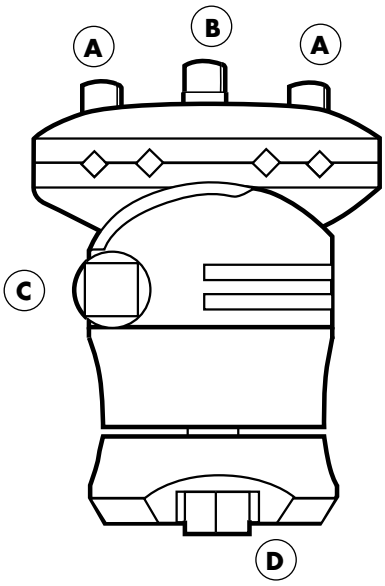

Fig. 8
È importante rivedere la funzione dei morsetti per fiche. Le due viti esterne (A) sul lato del morsetto, una volta serrate, fissano il morsetto sulle fiche. La vite centrale (B) blocca +/- 20 ° di angolazione. La vite laterale (C) blocca la rotazione di 360 ° del morsetto. Il dado sul fondo del morsetto (D) blocca la connessione morsetto-tubo (Fig. 8).